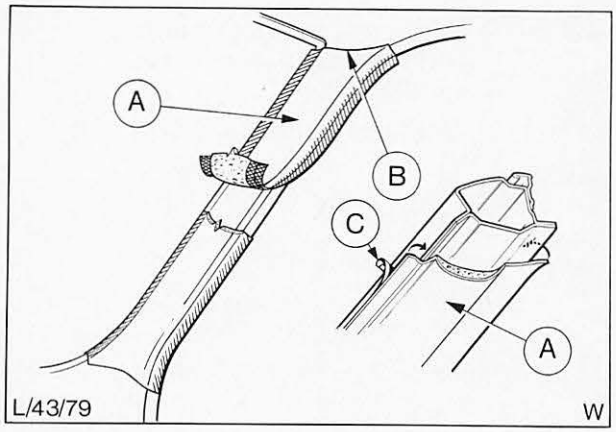

Abb. 34 Verkleidung A-Säule
1. Windschutzscheibe, Sicherheitsabdeckung – Instrumententafel, Türabdichtgummi entfernen. Verkleidung von A-Säule abziehen, Abb. 34.
2. Schutzfolie von der doppelseitig klebenden Rückseite der neuen Verkleidung abziehen und die Verkleidung auf die A-Säule drücken. Ränder um Windschutzscheiben- und Türöffnungsstege falten, Abb. 34.